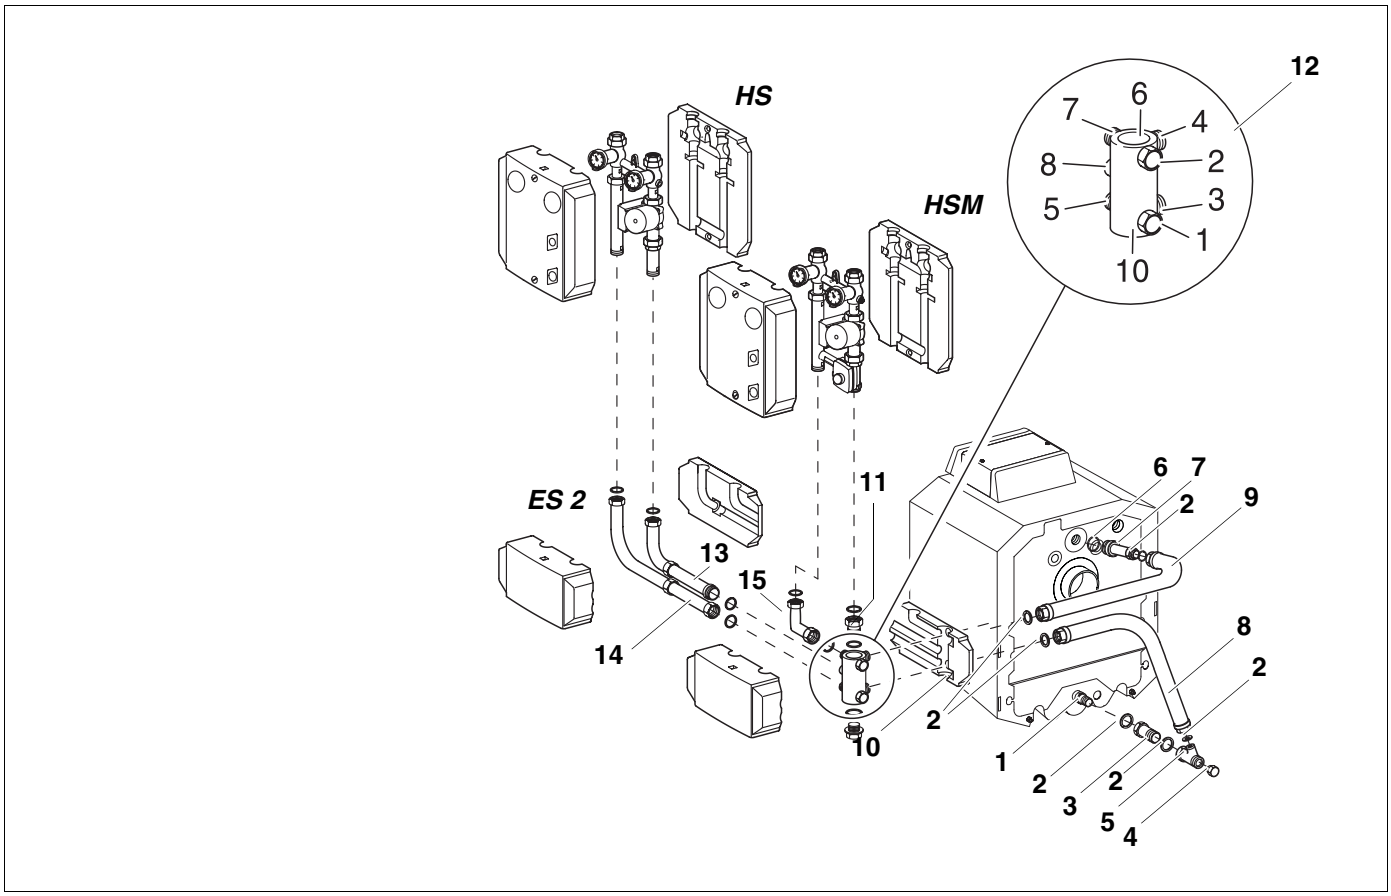

Abb. 12 Seitlich parallel Rechtsanbau
- Dichtung entsprechend Abb. 12 in das Zwischenstück (**14**) einlegen und das Zwischenstück auf den Abgang Nr. 5 des Multifunktionsverteilers aufschrauben.
- Heizkreis-Set mit Mischer (HSM) oder ohne Mischer (HS) entsprechend Abb. 12 aufschrauben.
- Rohrbogen mit Dichtung (kurzer Schenkel) montieren (Abb. 12).